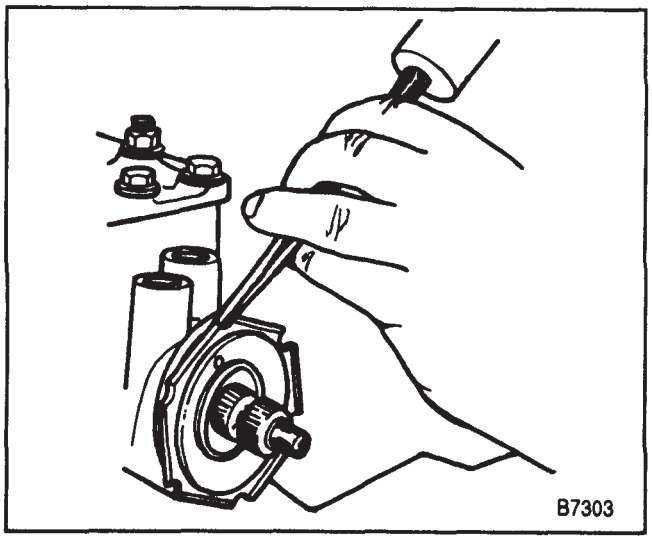

Figure 7—Loosening the Ajuster Plug Nut
1. Remove the adjuster plug nut (figure 7).